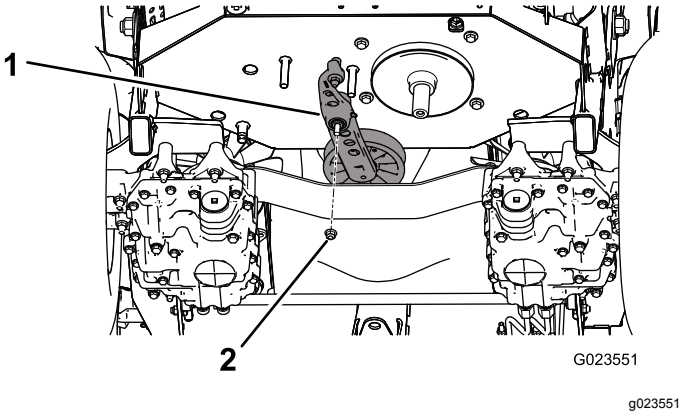

Figuur 57
5. Verwijder de moer waarmee de spaninrichting is bevestigd aan het frame (Figuur 57).